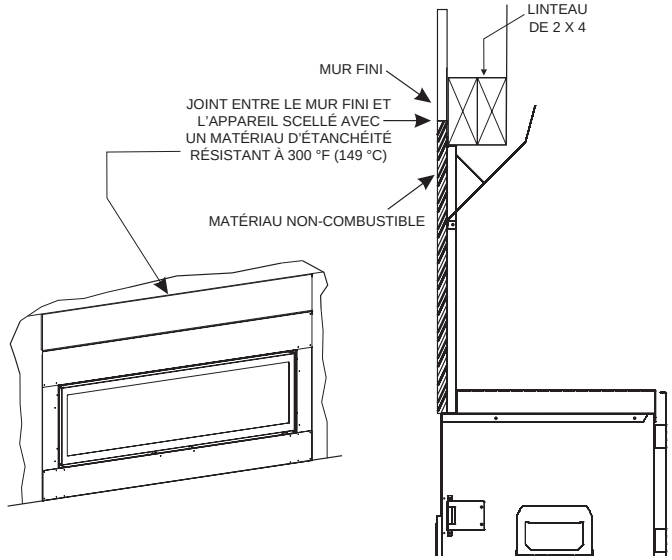

Figure 32
- Panneau incombustible installé par-dessus la façade du foyer (supports de cadre affleurants). **Voir la figure 32.**